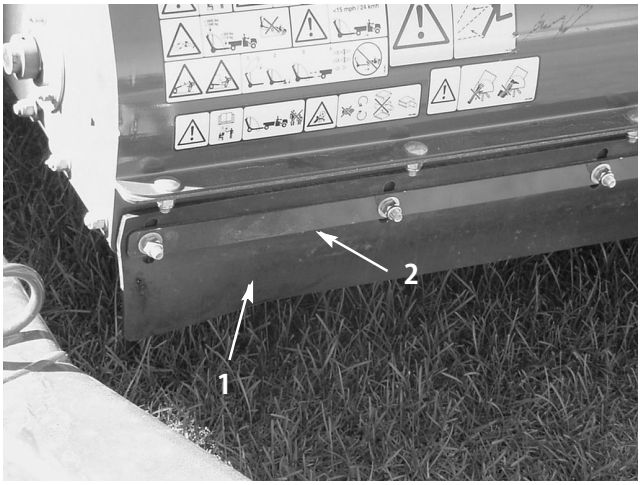

図31
1. ブラシ・ハウジングに金属製ストラップと前フラップを固定しているナットをゆるめる（図 31）。